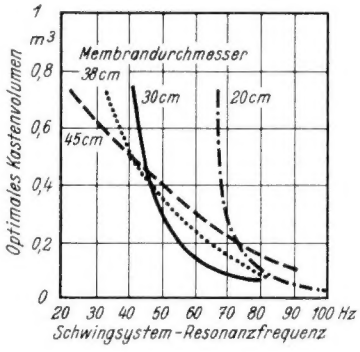
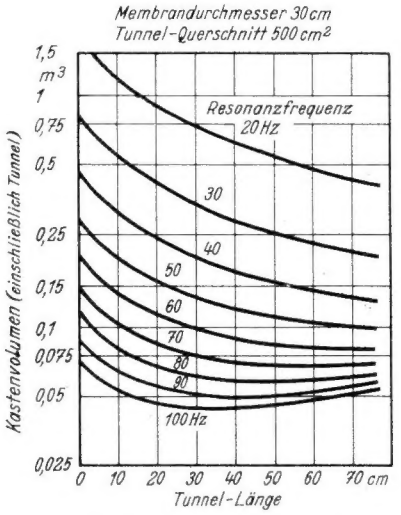

Bild 9. Günstiges Kastenvolumen für Baß-Reflex-Gehäuse bei verschiedenen Membran-Durchmessern und Lautsprecher-Resonanzen (für Gehäuse ohne Tunnelansatz)
Bild 11. Bemessungsrichtlinien für Baß-Reflex-Gehäuse mit Tunnelansatz
ein, was einer idealen, d. h. verlustlosen Resonanz entspricht. Die jeweils interessierenden Werte für das Kastenvolumen V_L, den Tunnelquerschnitt πR_T^2, die Tunnel-Länge L_T, die Resonanzfrequenz ω sind also bei der Gleichsetzung der Ausdrücke (7) und (8) von Fall zu Fall berechenbar. Allerdings gehen in diese vereinfachten Formeln die Eigenschaften des jeweils verwendeten Lautsprecher-Schwingsystems nicht ein; aus der Erfahrung ist bekannt, daß zweckmäßigerweise die Tunnelöffnung ungefähr gleich dem Membranausschnitt und die Kompensationsfrequenz ω etwa gleich der Schwingsystem-Grundresonanz zu wählen ist. Durch Auswertung der obigen Beziehungen unter Verwertung experimentell ermittelter Ergebnisse sind die in **Bild 9, 10** und **11** dargestellten Zusammenhänge entstanden. Die ersten beiden Kurvenbilder gelten für einfache Öffnungen ohne Tunnelfortsatz. Diese Ausführung besitzt den praktischen Vorteil, daß zur Erzielung bester Wirkung hinter der Öffnung ein einstellbarer Absperrschieber angeordnet und so die Größe der Reflexöffnung eingestellt werden kann. Demgegenüber stellen die Kurven von Bild 11 die Verhältnisse bei Tunnelausführung dar, die meist etwas kleinere Kastendimensionen, aber dafür schlechtere Einstellmöglichkeiten bietet. Der eigenartige Wiederanstieg der Kurven bei kleinem Kastenvolumen und relativ großer Tunnel-Länge ist darauf zurückzuführen, daß hier das im Tunnel schwingende Luftvolumen nicht mehr klein genug gegen das übrige Kastenvolumen ist und daher von diesem in der Wirkung zum Abzug kommt.